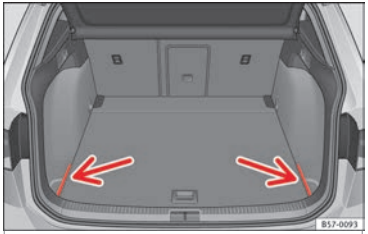

Fig. 152 In the luggage compartment: covers for storing the rear shelf.
- Remove the left and right covers ››› **Fig. 152**.